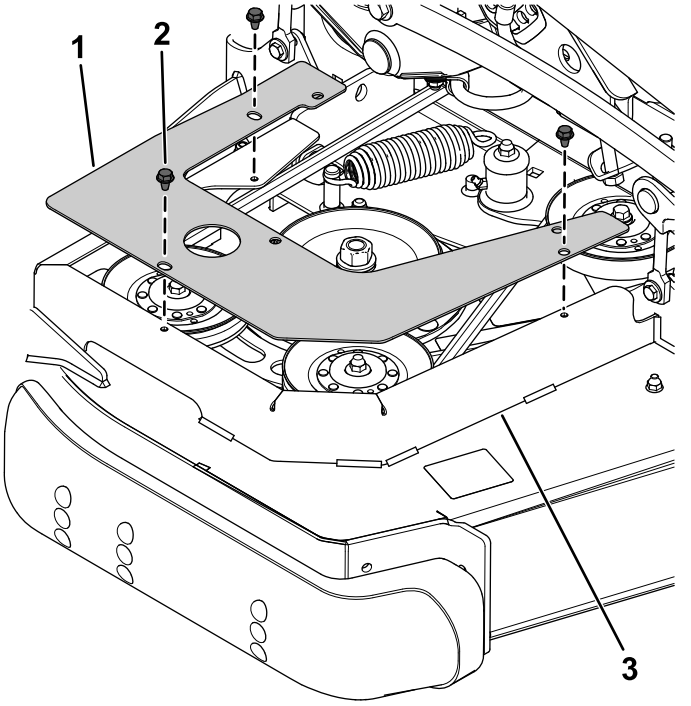

Figuur 3
1. Bevestig de kap van de rechter poeliebeugel aan de riemkap met de 3 eerder verwijderde zelftappende schroeven (Figuur 3).